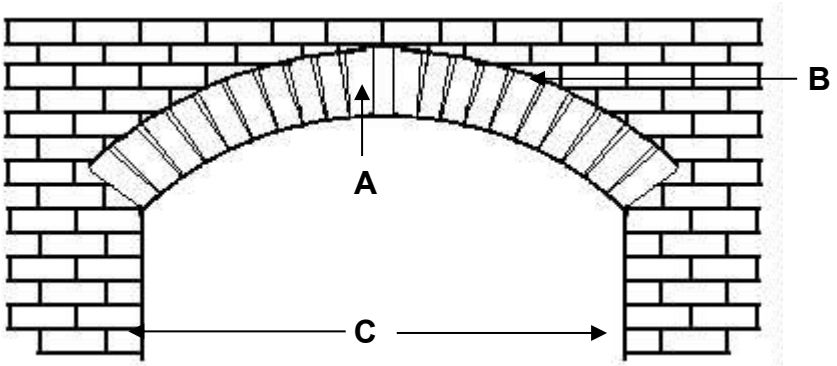

FIGURE 5.10
5.10 Answer the following question with regard to the arch in FIGURE 5.10.